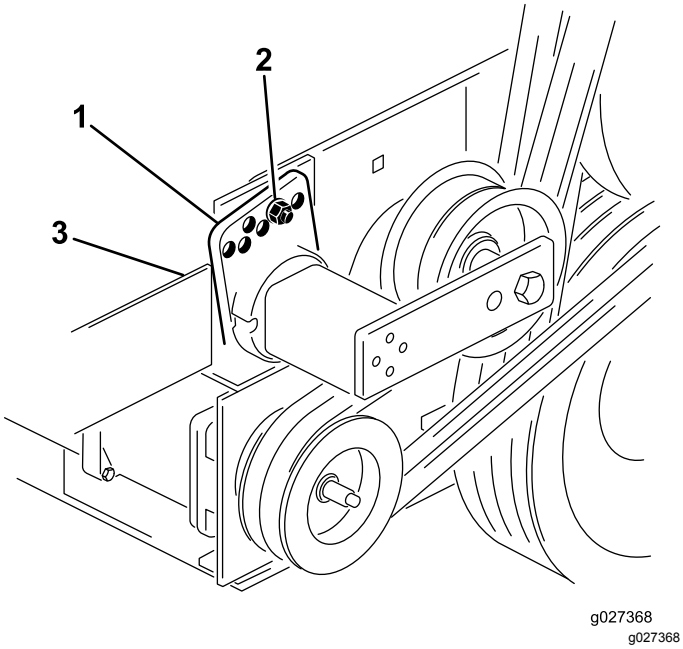

Figure 13
3. Retirez le boulon et l'écrou qui fixent le guide de tendeur au support de l'entraînement pour détendre la courroie (Figure 13).